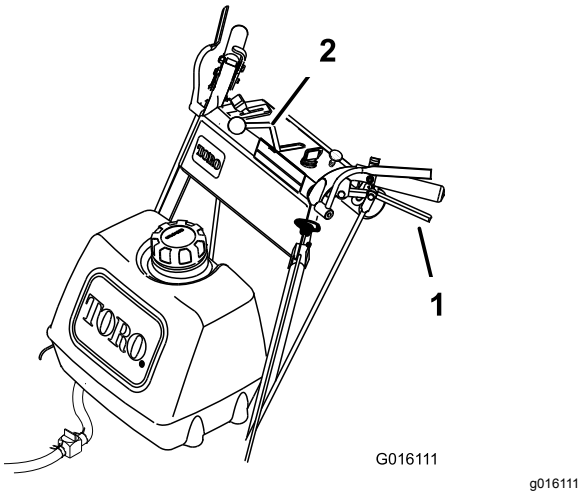

Figur 13
4. Släpp sakta drivningsspakarna för att börja köra framåt (Figur 13).
Släpp upp båda drivningsspakarna lika mycket håll för att köra rakt fram (Figur 13).
För att svänga trycker du in drivningsspaken på den sida som motsvarar den riktning som du vill svänga åt (Figur 13).
Tryck sakta in drivningsspakarna mot handtaget för att börja backa (Figur 13).